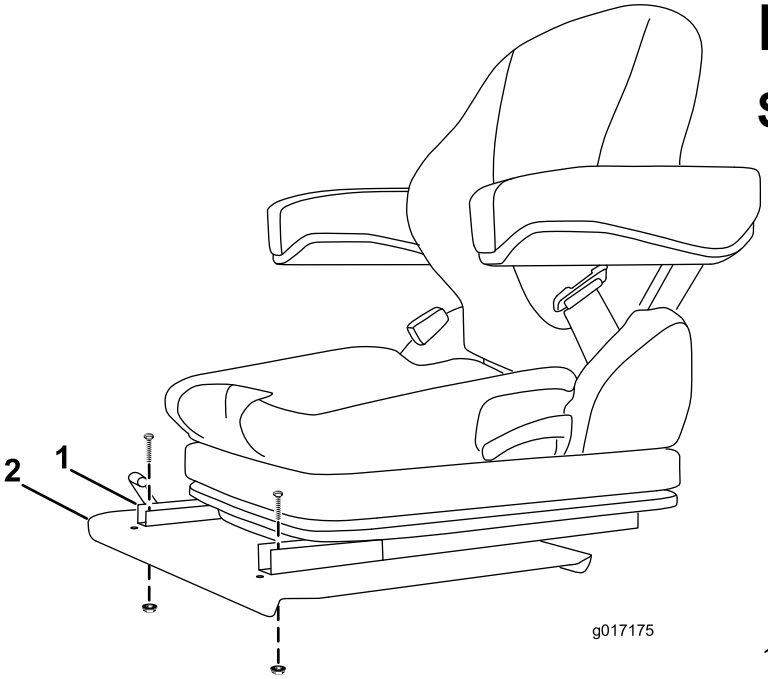

Figur 9
2. Montera framdelen på varje sätesskena på sätesplattan med en skruv och flänsmutter (Figur 9).